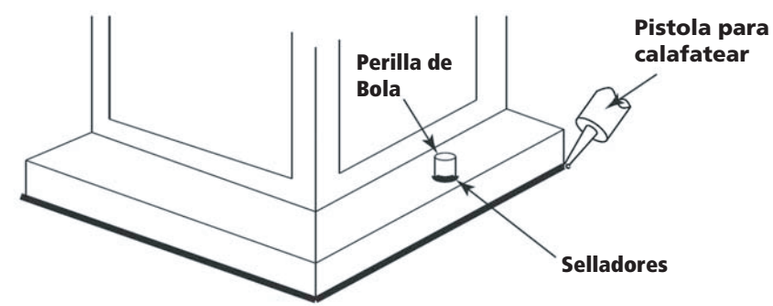

Figura 2
**Después asegurar fijo en su lugar, se recomienda que la distancia entre la parte superior y la base de montaje del accesorio se sellará con cualquier buen masilla impermeable de calidad o sellador de silicona (no incluido). También se recomienda que una pequeña capa de madilla o selllador de ser sometidos a los mandos de bolas utilizadas para montar accesorio – Véase la Figura 2.**
1. Conecte el cable de alimentación positiva **(A)** (normalmente negro el lado no marcado suave del cable de dos conductores) de plomo accesorio positivo **(B)** con un giro de tamaño approrpriately conector – **Véase la Figura 2 y 3.**
Loop alambre de tierra **(E)** (generalmente de cobre o verde recubierto de plático) debajo de la cabeza del tornillo de tierra **(S)** en la brida de montaje accesorio **(M)** y conectar con el extremo suelto del cable de tierra luminaria directamente al cable de tierra del sistema de construcción con un tamaño adecuado twist-conectores – **Véase la Figura 2.**